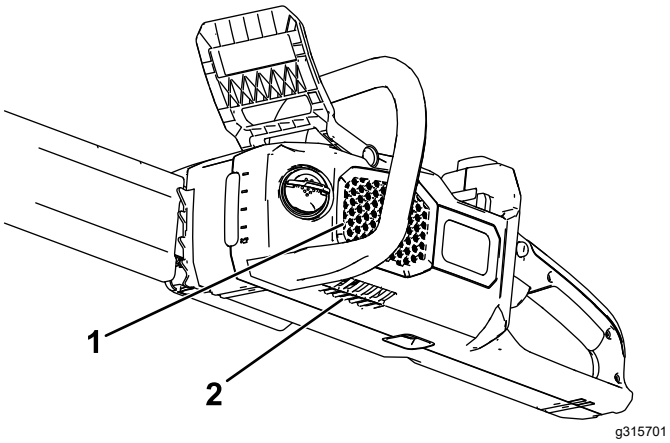

Figure 7
1. Assurez-vous que les évents sur la tronçonneuse sont exempts de poussière et de débris (Figure 7).